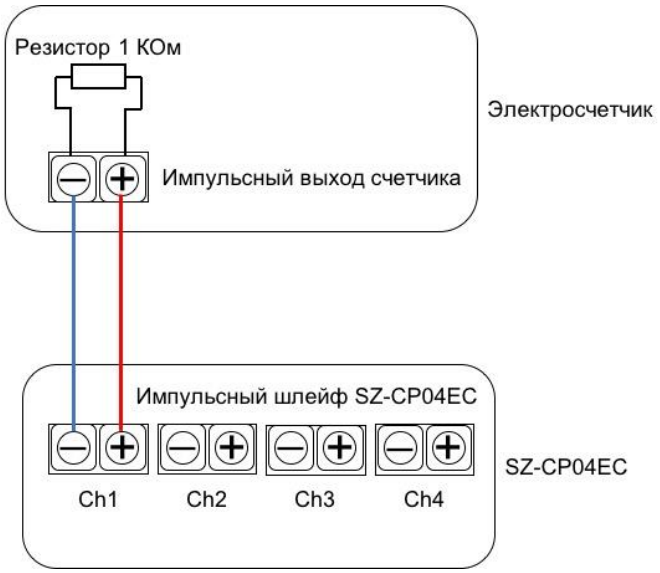

Рисунок 6 — Схема подключения
3. Произвести подключение телеметрических импульсных выходов счетчиков электроэнергии к входам устройства *SZ-CP04EC,* соблюдая полярность (рисунок 6). Полярность входов указана на корпусе устройства *SZ-CP04EC*. Полярность выходов со счетчиков электроэнергии нужно смотреть в документации от производителя счетчиков. Для поддержки контроля целостности цепи необходимо подключить резистор со стороны подключаемого счетчика электроэнергии, как показано на рисунке 6.